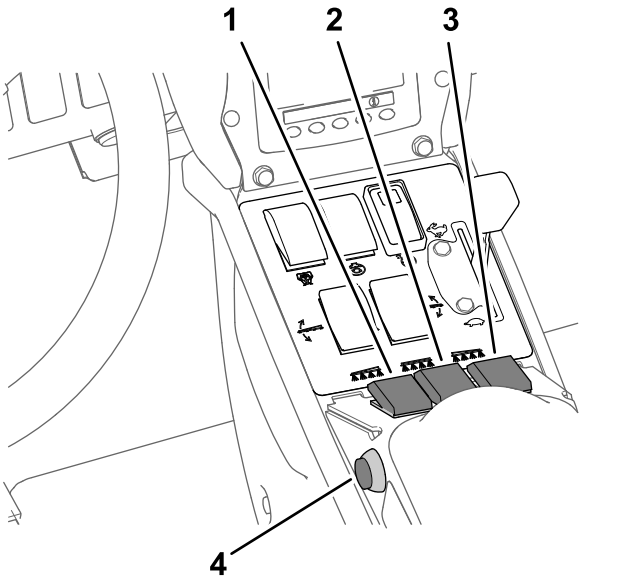

Figura 44
7. Ponga los interruptores de sección de fumigación en la posición de ACTIVADO (Figura 44).
10. Conduzca a la velocidad deseada y luego ponga el interruptor maestro en la posición de ACTIVADO para empezar a fumigar (Figura 44).
3. Ponga el interruptor maestro en la posición de DESACTIVADO; consulte Figura 44, en Fumigación en el Modo de caudal de aplicación (página 41).
7. Ponga los interruptores individuales de las secciones que desea utilizar en la posición de ACTIVADO; consulte Figura 44 en Fumigación en el Modo de caudal de aplicación (página 41).
9. Conduzca a la velocidad deseada y luego ponga el interruptor maestro en la posición de ACTIVADO para empezar a fumigar; consulte Figura 44, en Fumigación en el Modo de caudal de aplicación (página 41).